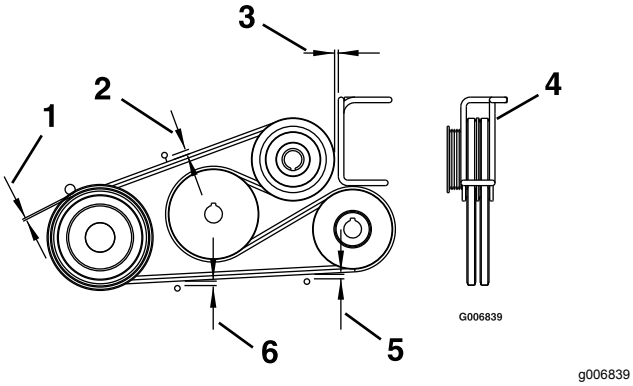

Figur 60
4. Justera remstyrningarna enligt Figur 60.